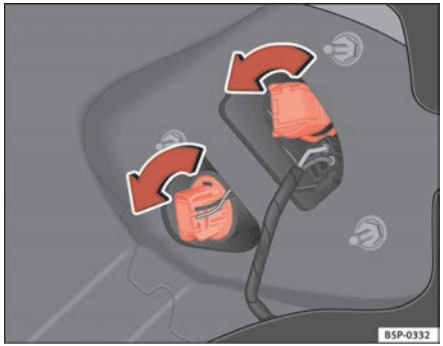

Fig. 194 Lights on vehicle body
– Turn the lampholder to the left ⇒ fig. 194.